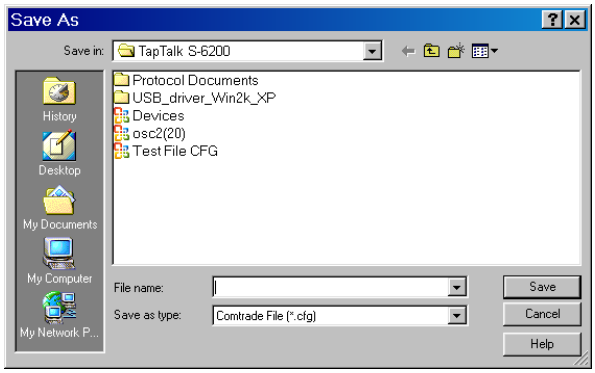

Figure 2-7 Retrieve Oscillograph Record (Save As) Dialog Screen
3. Select the desired oscillograph record, then select Retrieve. TapTalk will display a Retrieve Oscillograph Record "Save As" dialog screen (Figure 2-7).